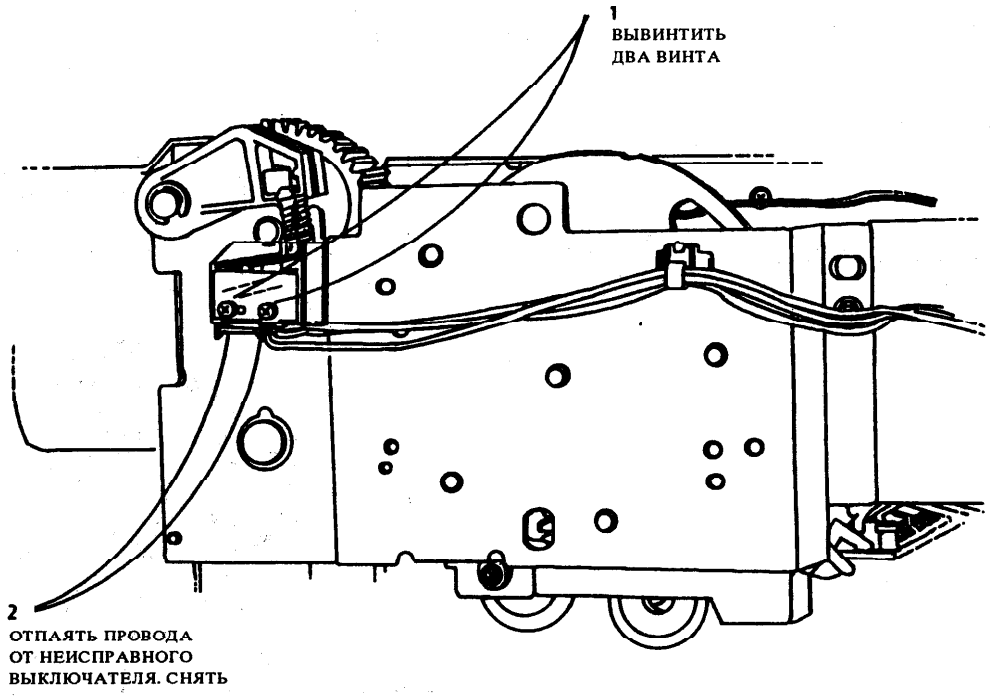

Рис. 1. Снятие выключателя положения предметного стола
3. (Рис. 1) Снять отказавший выключатель положения предметного стола.